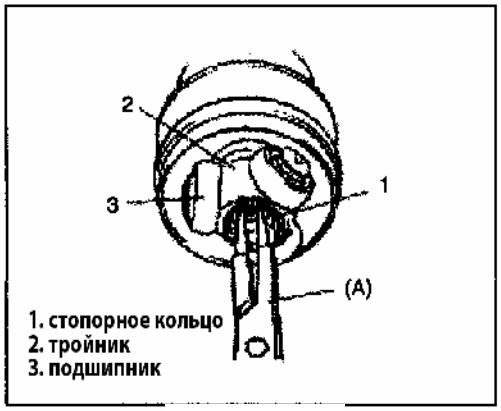

Рис. 481
8) Установите внутренний ШРУС на вал привода, затем установите в паз стопорное кольцо (Рис. 481).